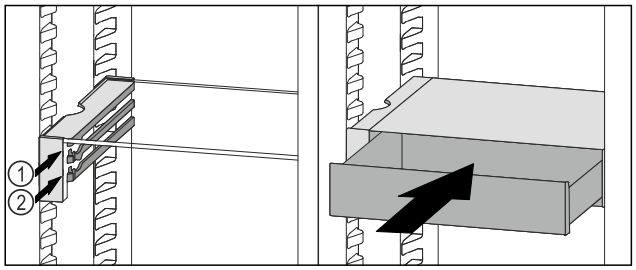

Fig. 203
- ▶ Așezați sertarul VarioSafe în spatele opritoarelor pe nervura dorită *Fig. 203 (1)* sau *Fig. 203 (2)*.